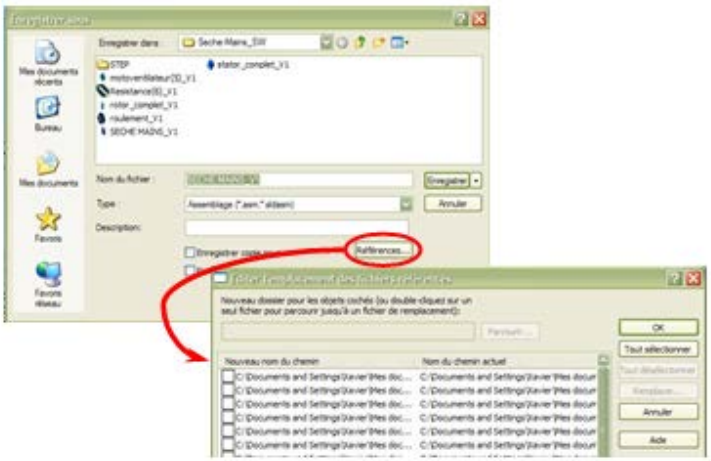

Fig. 3 : Options de sauvegarde
- Pour sauvegarder un assemblage et toutes les pièces qui lui sont référencées dans un même dossier, on peut se servir des options de sauvegarde de SolidWorks, en cliquant sur le bouton « *Références…* » (cf. fig. 3).
Sinon, utiliser la commande de sauvegarde présentée point 1 de ce chapitre (Fig. 3) ou éventuellement un outil de gestion de fichiers (cf. informations utiles ci-dessous)